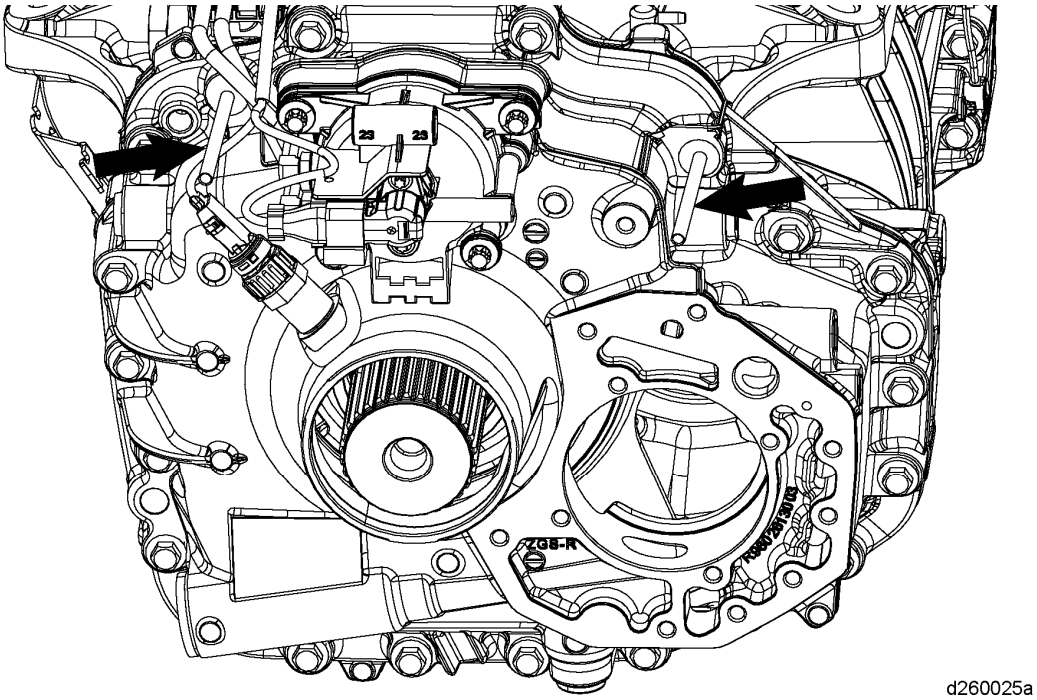

Figure 6 – Guide Pins
13. Install guide pins. See Figure 6.